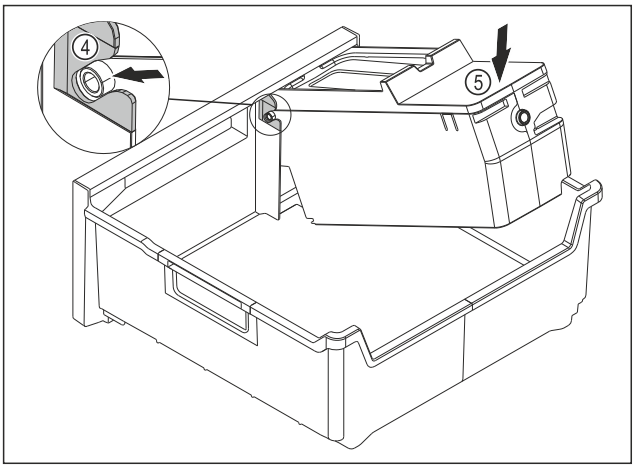

Fig. 216
▶ Installing the EasyTwist-Ice body: Push the axes for the EasyTwist-Ice body into the guides *Fig. 216 (4)*.
▶ Press the EasyTwist-Ice body *Fig. 216 (5)* down at the back.